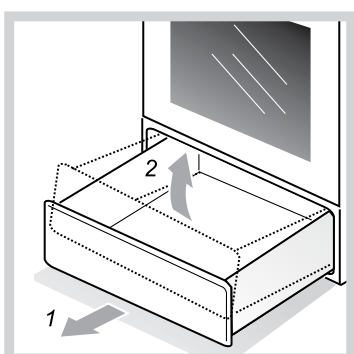

Рис.5
- Как достать ящик, показано на рис.5.